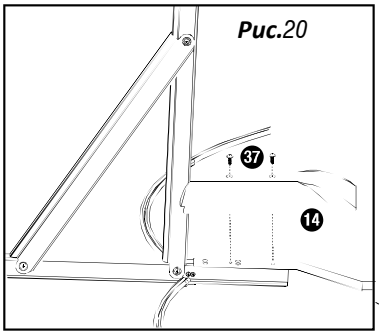

Рис.20
6. ***Установите защитную накладку на стальной пояс и прикрутите к горизонтальной боковой балке. Примечание: чтобы избежать ржавчины и повреждения бассейна, убедитесь, что оболочка из ПВХ покрывает пояс (Рис. 20).***